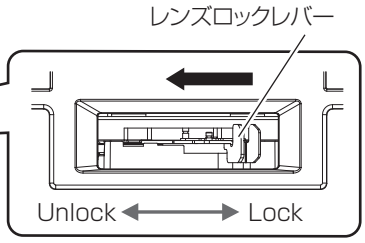

図3
3) **投写レンズを持ちながら、レンズロックレバーをつまんで Unlock 側に回す（図 3）**